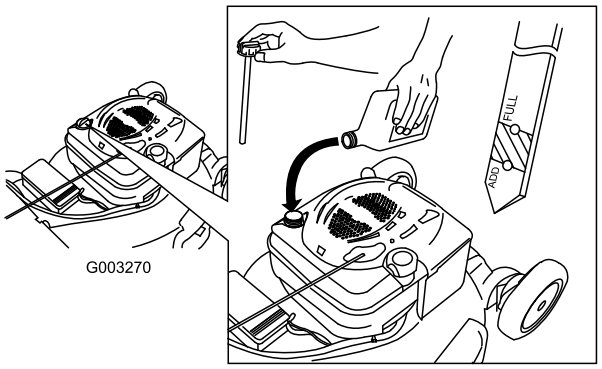

Figur 37
4. Hell olje **sakte** inn i oljepåfyllingsrøret til oljenivået når Full-merket på peilestaven (Figur 37). **Ikke fyll på for mye.** (Maks. påfyll: 0,59 l, type: rensende SAE 30-olje med API-serviceklassifisering SF, SG, SH, SJ, SL eller høyere.)